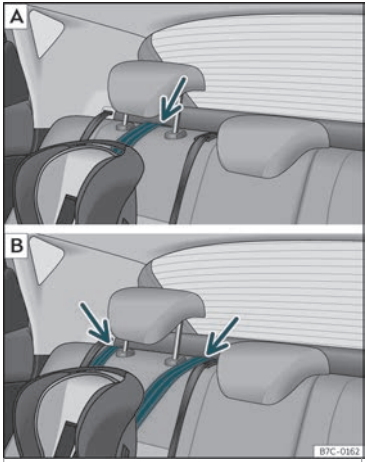

Fig. 27 Asentos traseiros:axuste e montaxe en función do cinto Top Tether.
- Coloque a correa por debaixo do repousacabezas do asento posterior ››› **fig. 27** (en función das instrucións do propio asento, levante ou retire o repousacabezas se fose necesario).